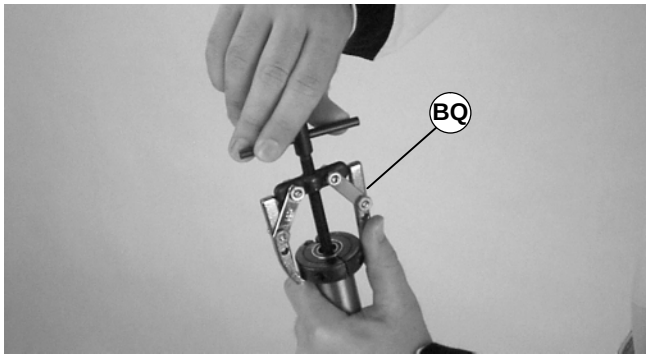

Abbildung 48
3. Mit einem Abzieher (BQ siehe Abbildung 48) das/die Lager ausbauen und entsorgen.